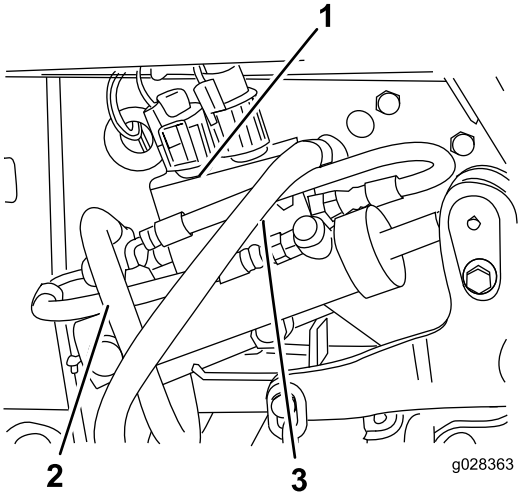

**Rysunek 88**
44. Doprowadź i podłącz do zaworu hydrauliczny przewód ciśnieniowy oraz przewód do zbiornika (Rysunek 88).